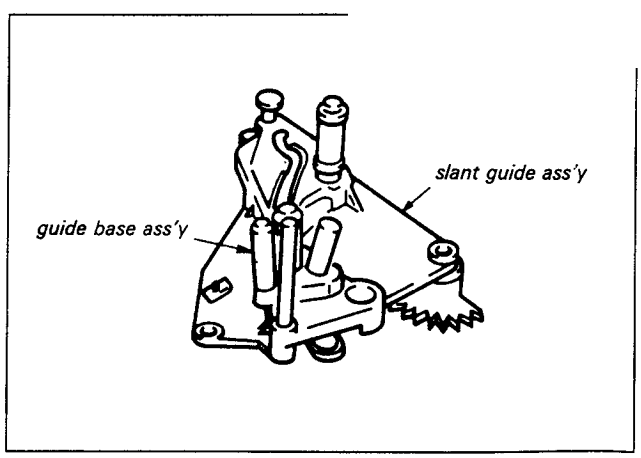

*Fig. 7-28.*
2) Set the slant guide assembly guide base assembly in unthreaded state (guide base assembly is on front panel side) and mount. (See Fig. 7-28.)